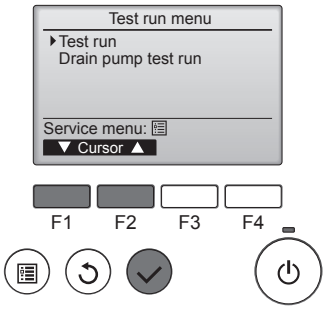

Fig. 7-2
② Выберите режим “Test run” (Пробный пуск) в Меню пробного пуска и нажмите кнопку [ВЫБОР]. (Fig. 7-2)
③ Запускается режим “Пробный пуск” и отображается экран пробного пуска.